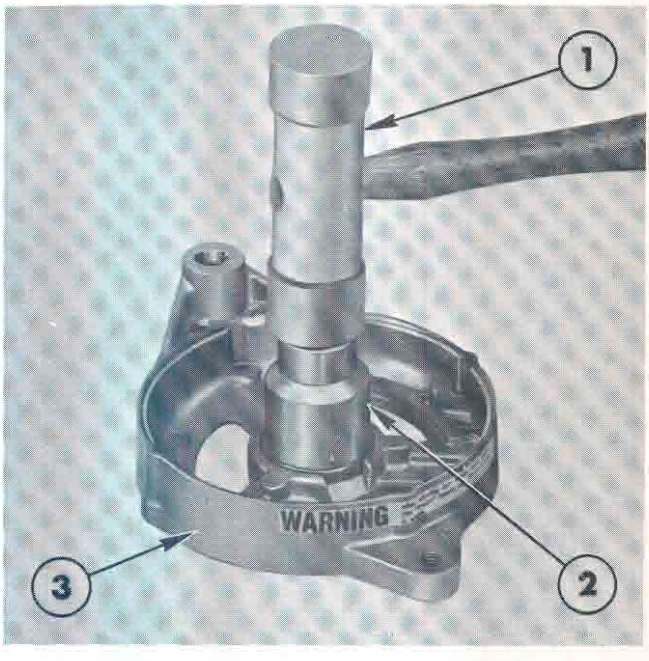

Figure 47
5. Tap the bearing into the housing, using a $1\frac{1}{8}$ in (29 mm) socket or a driver tool that exerts pressure on the outer race only, Figure 47. Apply only sufficient pressure to seat the bearing against the bottom of the cavity.